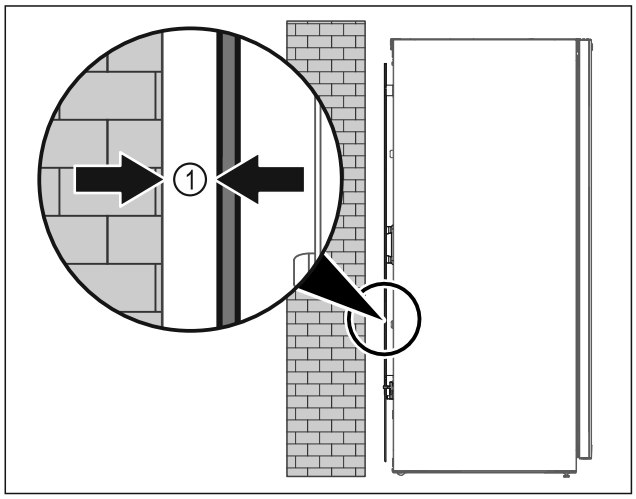

Fig. 45
▶ Placer l'appareil soit librement dans la pièce, soit directement contre un mur en respectant une distance minimale de 5 mm *Fig. 45 (1)*.